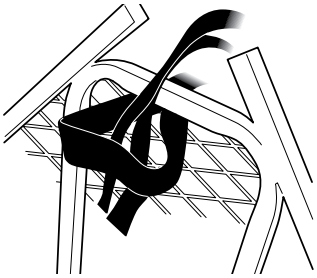

Figure 3A
4. Attach backpacking straps (48067) at desired location on platform. Fold strap in half. Feed folded strap through platform mesh. Feed the two loose ends of strap through folded loop and pull tight forming a cinch knot. **SEE FIGURES 3A AND 3B.** Feed straps through platform mesh and secure with provided tri-slide buckles. **SEE FIGURES 3C.**